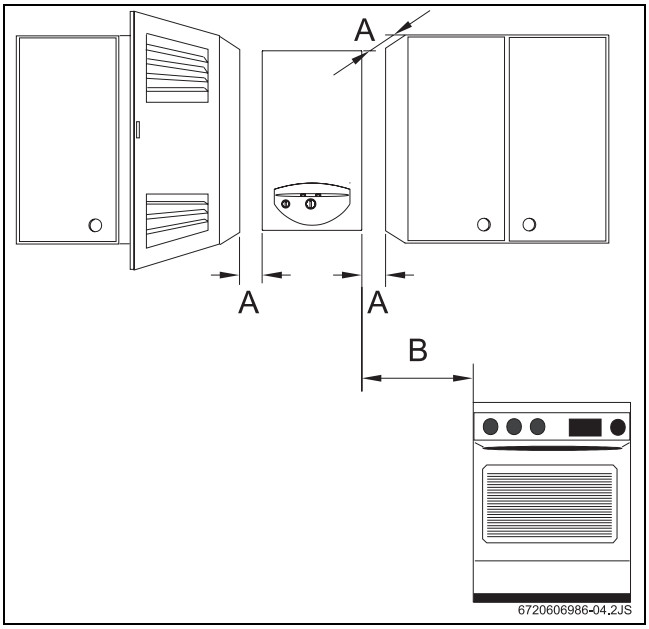

Рис. 11 Мінімальні відстані
- Місце має задовольняти мінімальним відступам, вказаним на Рис. 11.
- Забезпечити достатній доступ для ремонтних робіт, згідно до відстаней, вказаних на Рис. 11.